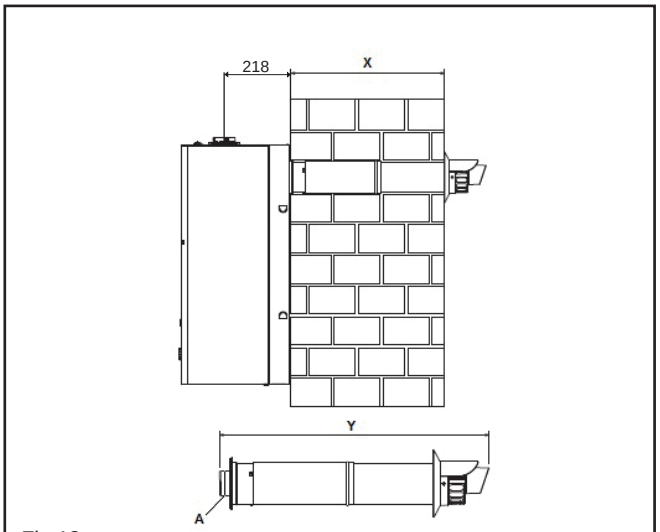

Fig.13
4.5.1.2 FITTING THE REAR FLUE (fig. 13) (rear flue outlet only)
NOTE The inner 60mm pipe of the rear flue terminal mu**st be cut by 12mm at the point indicated (fig.13 pos. A).**